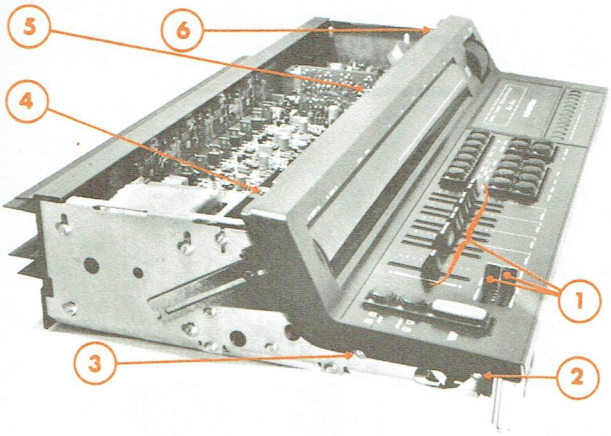

Fig. 14
**C - ACCÈS AU CIRCUIT IMPRIMÉ DES SENSEURS Tip COTÉ ÉLÉMENTS (Fig. 14 et 15).**